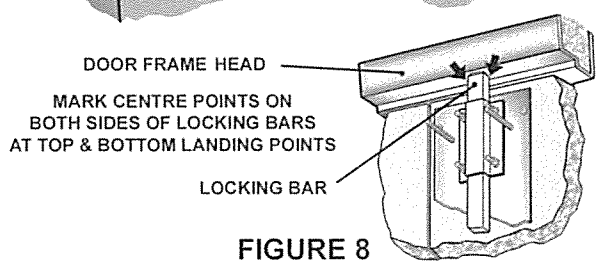

FIGURE 8
5. Drill a 12mm diameter hole in frame at either side of top Locking Bar position. Use a small cutting wheel to splice between the two holes. This will create a slot in the frame to accept Locking Bar. If frame is concrete filled, drill out masonry to a depth so that Locking Bars will not 'bottom out' when fully extended. Use masonry drill to drill out floor to accept lower Locking Bar. (Fig. 8, 9 & 10)